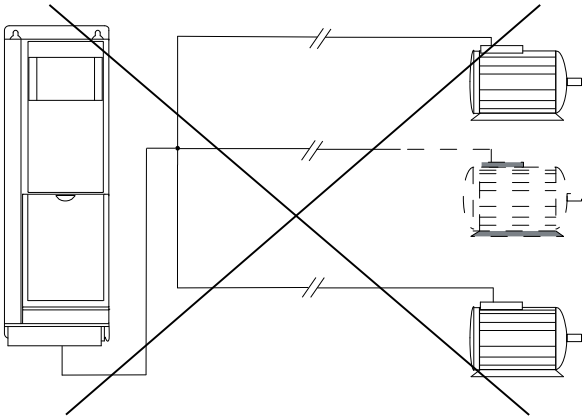

Ilustración 9.51 Conexión de punto común para longitudes del cable largas
- No utilice conexiones de punto común para longitudes de cable largas, consulte la *Ilustración 9.51*.